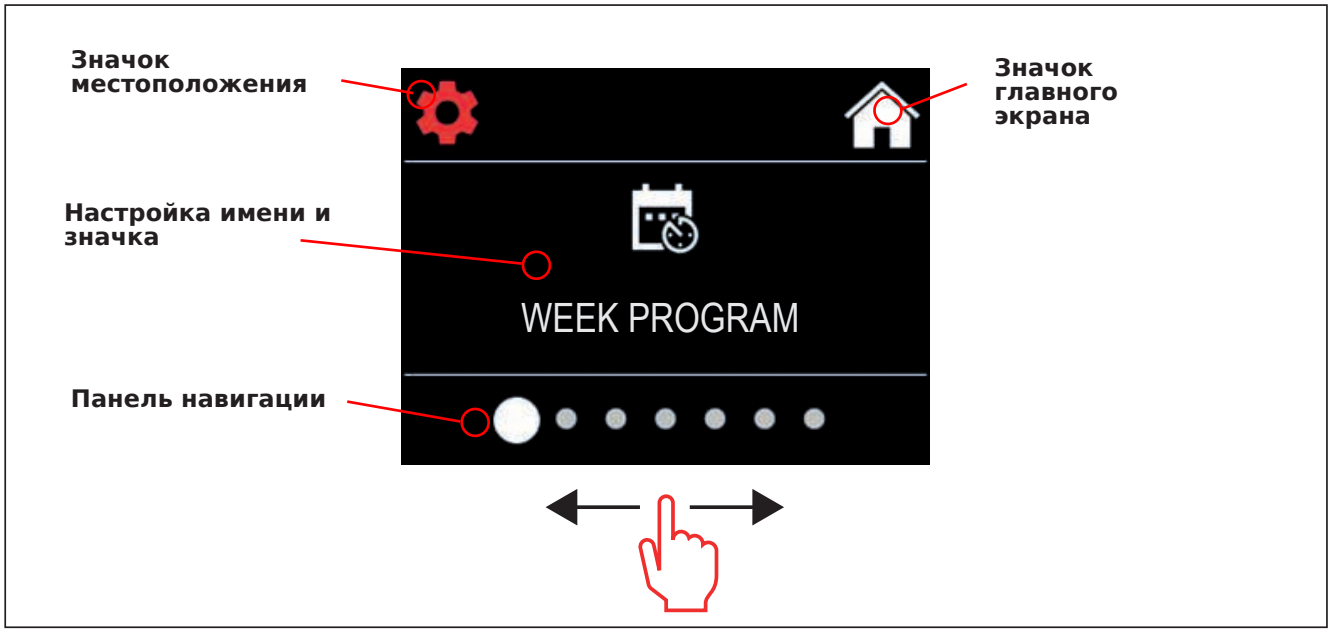

Рисунок 4. Главное меню настроек
2.3.1. Базовые функции (рис. 4):